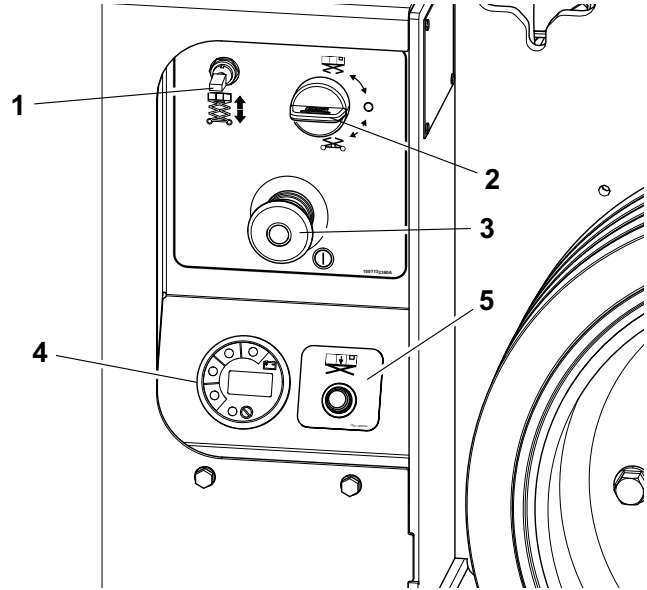

**Figure 3-3. Poste de commande au sol**
*(élément 3 - Figure 3-3.)*
## Sélecteur à clé - *(élément 2 - Figure 3-3.)*
*(élément 1 - Figure 3-3.)*
## Témoin numérique multifonction-Témoin - *(élément 4 - Figure 3-3.)*
## Témoin de surcharge (le cas échéant) *- (élément 5 - Figure 3-3.)*